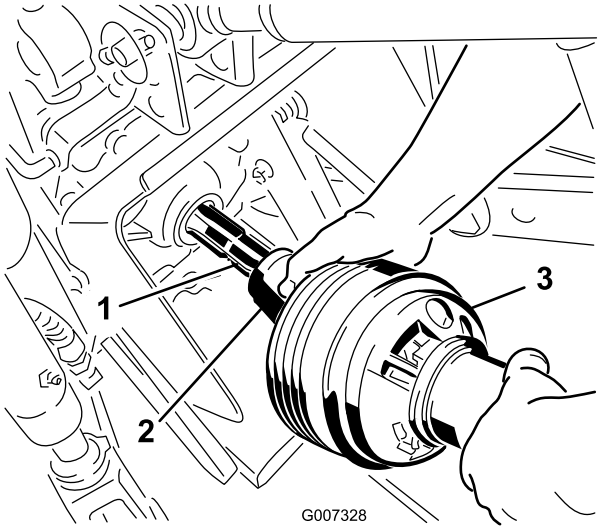

Figur 21
3. Tilslut kraftudtagsakslen til traktorens kraftudtagsaksel (Figur 21).